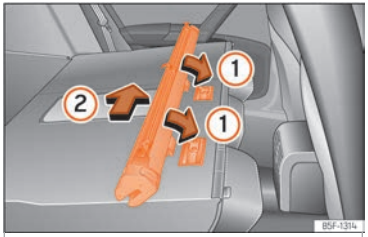

Abb. 140 Einbau der Netztrennwand an den Rücksitzlehnen
- Ordnen Sie die Schale des Netzes in der Unterseite der Stützschienen in Pfeilrichtung an ››› **Abb. 140** ①.
- Drücken Sie die Schale nach links vom Fahrzeug in Pfeilrichtung ››› **Abb. 140** ② und bis zum Anschlag.
- Ziehen Sie am Gehäuse des Netzes ca. 5 cm gegen die Pfeilrichtung ››› **Abb. 140** ②.
- Nehmen Sie den Einsatz der Netztrennwand aus den Halteschienen, indem Sie entgegen der Pfeilrichtung ››› **Abb. 140** ① ziehen.